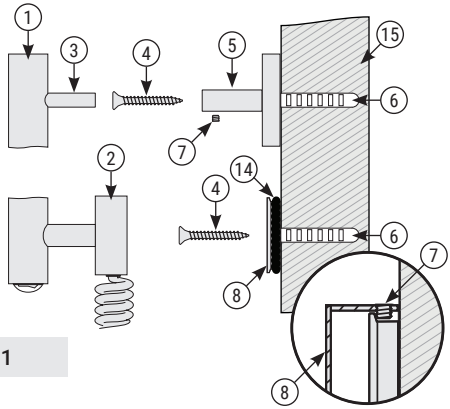

Рис.1
4.1.3. В полученных метках (п. 4.1.2.) сделать отверстия диаметром 6 мм и произвести монтаж кронштейнов ЭПС и внутреннего опорного диска коробки подключения (рис. 1) с помощью саморезов и дюбелей.
При заключительной установке полотенцесушителя коробка скрытого подключения будет фиксироватьс за опорный диск стопорными винтами (рис. 1 «* Монтаж опорного диска»).
4.1.4. Произвести герметизацию шва силиконовым герметиком по контуру примыкания коробки и стены (рис. 1 «14»).